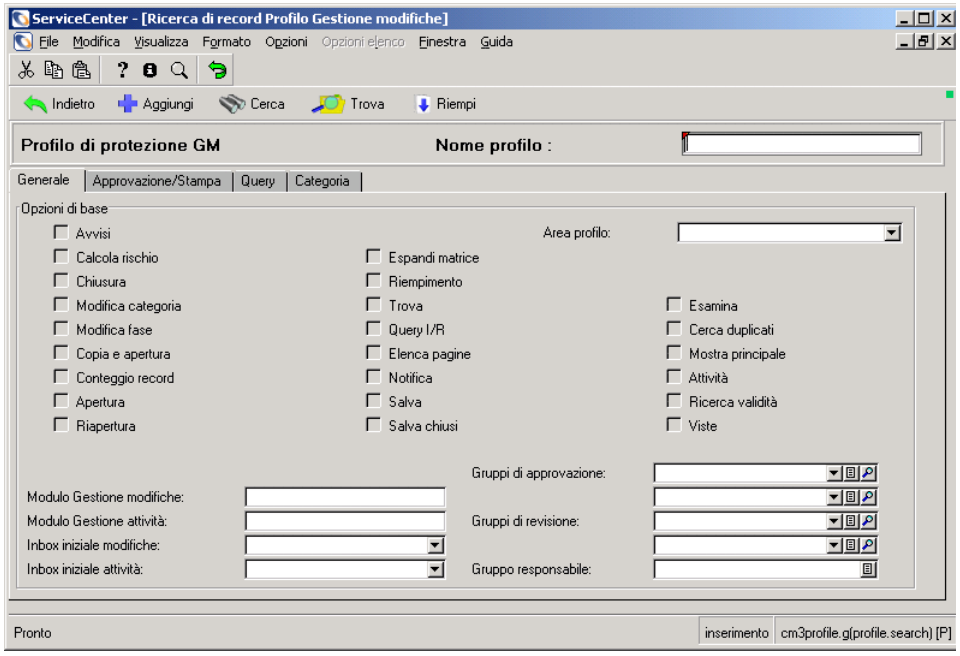

Figura 10-8: Modulo Profilo di protezione GM
3. Fare clic su **Profili**. La Figura 10-8 mostra un modulo vuoto di profilo di protezione.